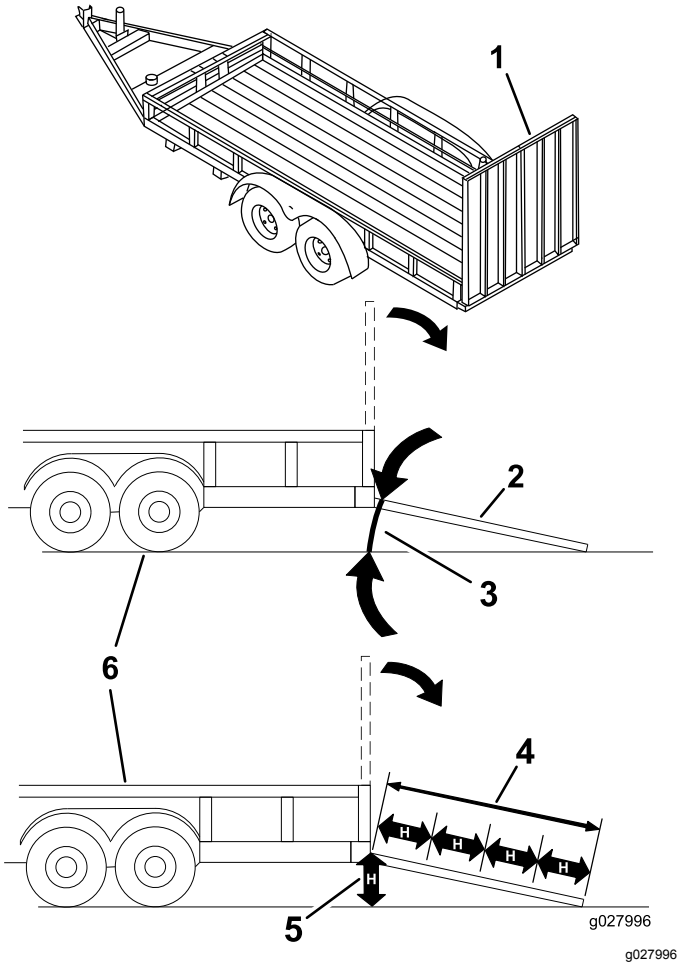

Figur 40
Lasting av maskinen på en tilhenger eller lastebil øker muligheten for at den velter og kan føre til alvorlig skader eller dødsulykker (Figur 40).
3. Senk rampen og sørg for at vinkelen mellom rampen og bakken ikke overskrider 15 grader (Figur 40).
1. Senk rampen og sørg for at vinkelen mellom rampen og bakken ikke overskrider 15 grader (Figur 40).